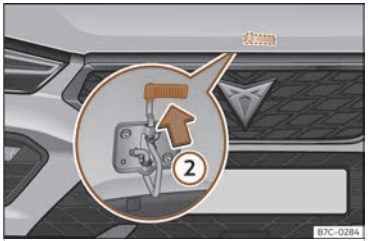

Abb. 199 Hebel unter der Motorraumklappe.
- Zum Anheben der Motorraumklappe drücken Sie den Hebel unterhalb der Motorhaube nach oben ››› **(Abb. 199)** ②. Dabei wird der Fanghaken entriegelt.